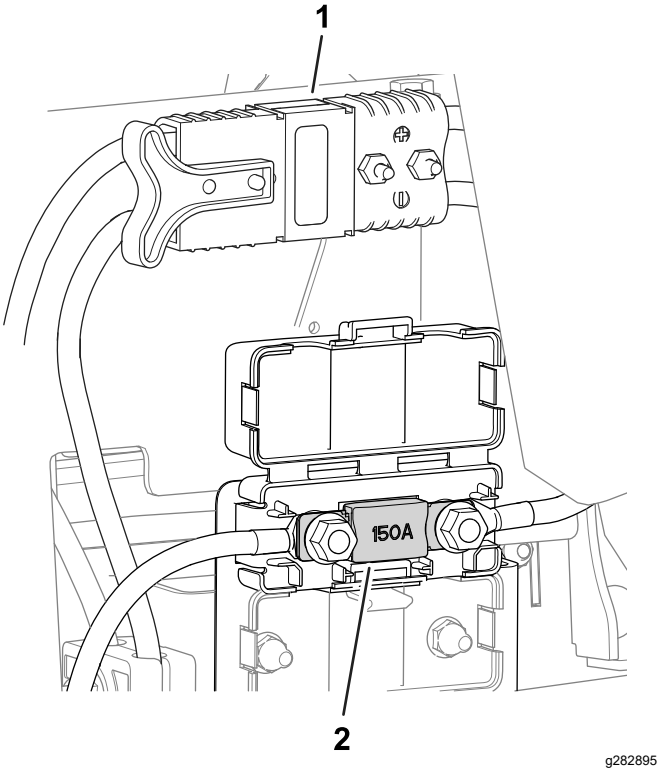

Figura 58
- O fusível do sistema elétrico encontra-se por baixo dos conectores de alimentação (Figura 58).